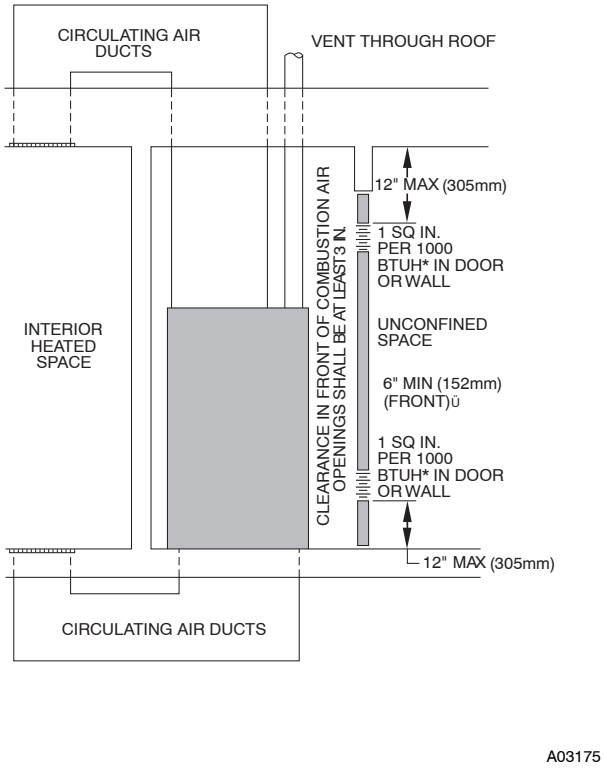

Fig. 19 - Air for Combustion, Ventilation, and Dilution from Indoors
b. Combining spaces on same floor level. Each opening shall have free area of at least 1 in.^{2}/1,000 Btuh (2,000 mm^2/kW) of the total input rating of all gas appliances in the space, but not less than 100 in.^{2} (0.06 m^2). One opening shall commence within 12 in. (305 mm) of the ceiling and the second opening shall commence within 12 in. (305 mm) of the floor. The minimum dimension of air openings shall be at least 3 in. (76 mm). (See Fig. 19.)